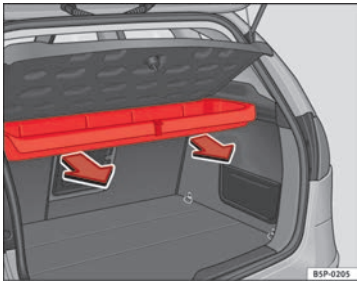

Abb. 124 Ausbau des Ablagefachs
– Nach außen ziehen, bis das Ablagefach aus den Drehhaltern gelöst ist ⇒Abb. 124.